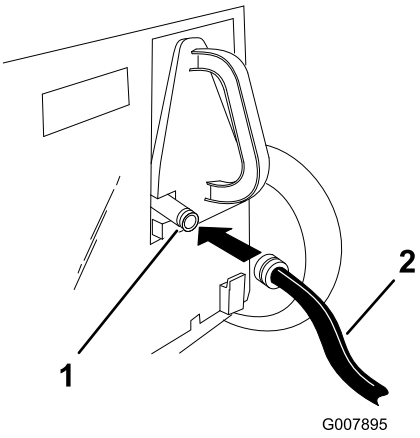

Figur 24
3. Løft opp bakluken, og fest koblingen til gressklipperens vanninntaksnippel på resirkuleringspluggen (Figur 24).